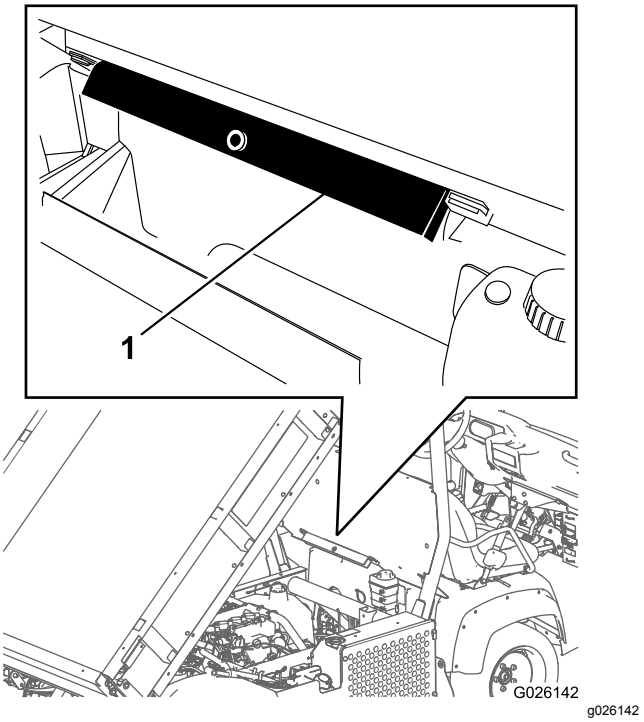

Figuur 12
2. Verwijder de laadbakbeveiliging van de opberghaken op de achterkant van het paneel van de rolbeugel (Figuur 12).